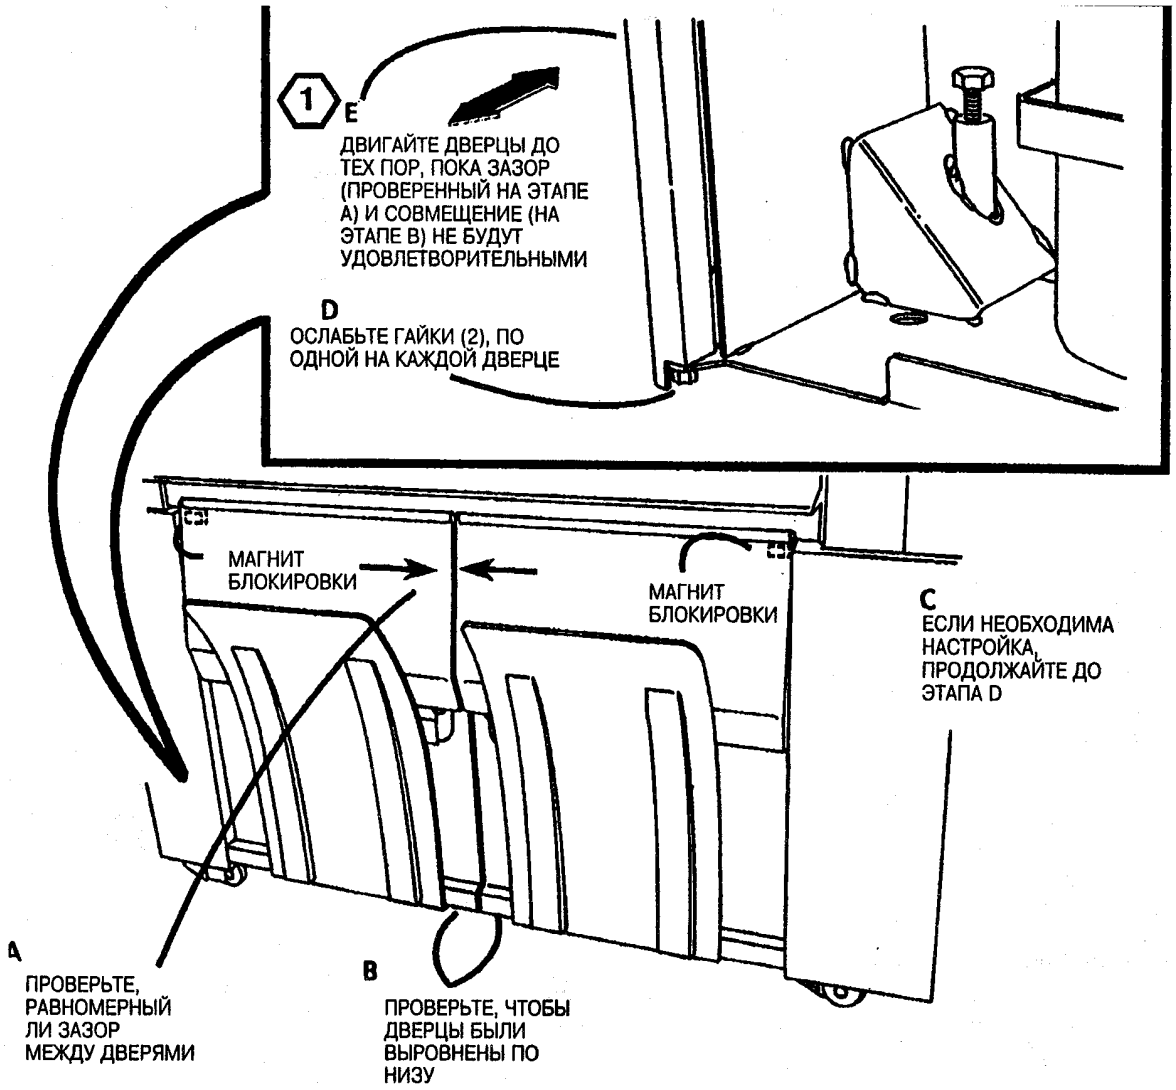

Рис. 1. Проверьте/настройте передние дверцы
1. (Рис. 1): Проверьте/настройте передние дверцы.